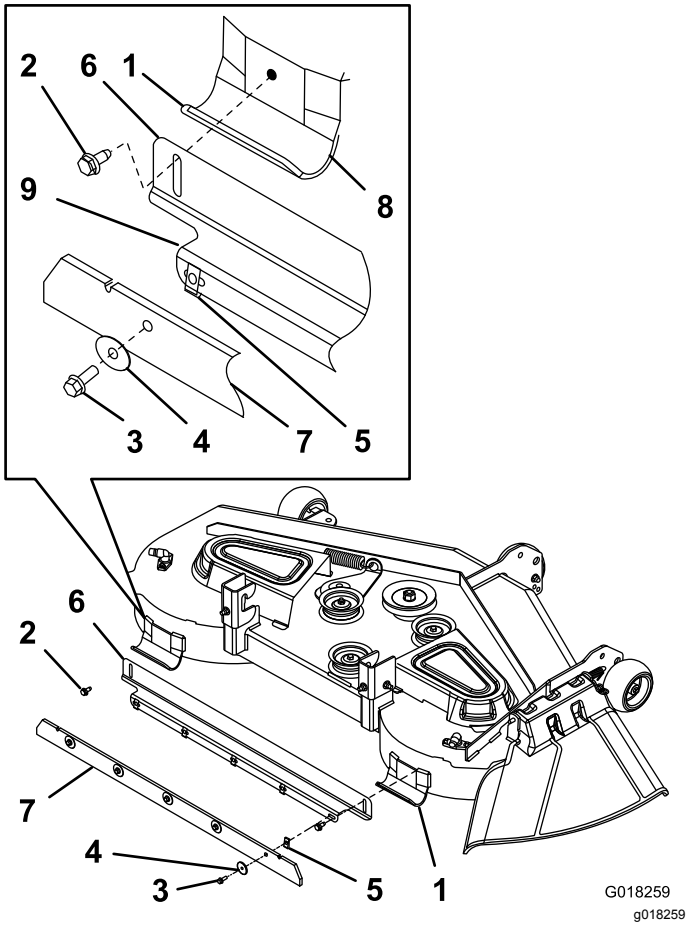

Figure 2
1. Localisez les patins gauche et droit sur le côté face à l'arrière du tablier de coupe, comme montré à la Figure 2.
2. Montez le support du traceur de manière que la bride de montage soit en haut et tournée vers le tablier de coupe (la bride du racloir est en bas tournée à l'opposé du tablier), comme montré à la Figure 2.
3. Centrez la bride du racloir du support du traceur entre les patins et alignez le bord supérieur du support sur les bords supérieurs des patins (Figure 2).
4. En vous servant du support du traceur comme gabarit de perçage, localisez l'emplacement du trou pour le patin gauche ou droit, au centre en haut de la fente de la bride de montage. Percez un trou dans le patin avec un foret de 9/32 pouce (Figure 2).
5. Fixez la bride de montage du support du traceur au patin percé à l'aide d'une vis à embase autotaraudeuse (Figure 2).
7. En vous servant du support traceur comme gabarit de perçage, localisez l'emplacement du trou pour l'autre patin, au centre en haut de la fente de la bride de montage. Percez un trou dans les patins avec un foret de 9/32 pouce (Figure 2).
8. Fixez le côté libre du support du traceur au patin à l'aide d'une vis à embase autotaraudeuse (Figure 2).